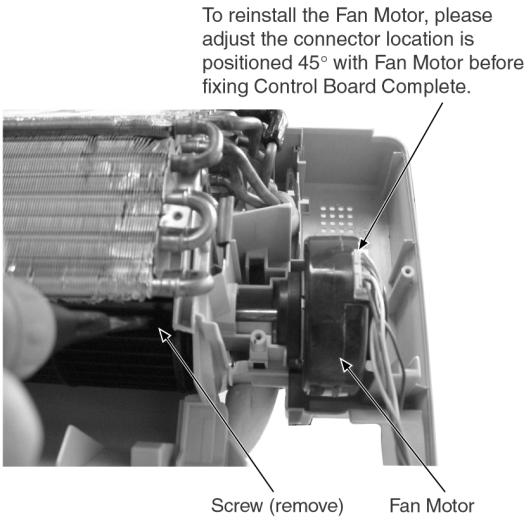

Fig. 7
– Remove the screw at the Cross Flow Fan. (Fig. 7)
– REMINDER - To reinstall the Fan Motor, adjust the connector of the Fan Motor as shown in the Fig. 7.